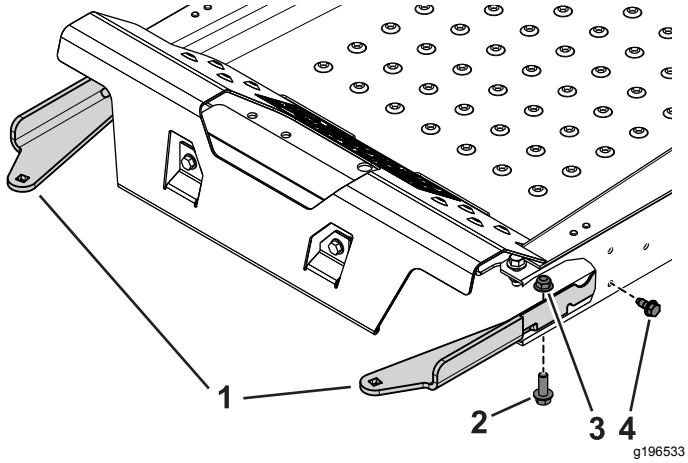

Figur 3
2. Brug de 2 selvskærende bolte (5/16" x ¾"), 2 bolte (⅜" x 1¼") og flangemøtrikker (⅜") til at fastgøre venstre og højre vægtkassebeslag på maskinen (Figur 3).